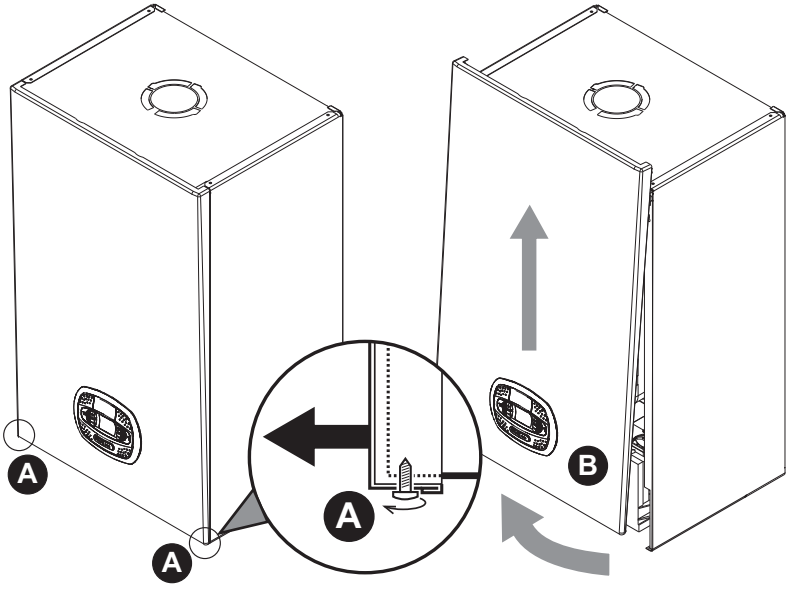

рис. 32- Открытие передней панели
1. Отвинтите не до конца винты **A** (см. рис. 32).